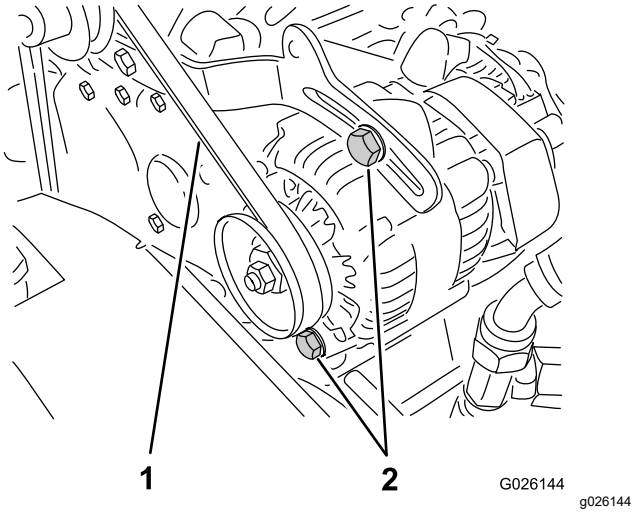

Figur 62
2. Kontrollera spänningen genom att trycka ner remmen mitt emellan vevaxel- och generatorskivorna med en kraft på 10 kg (Figur 62).
A. Lossa de två fästbultarna till generatorn (Figur 62).
B. Vrid generatorn med hjälp av en bändstång tills korrekt remspänning erhålls och dra därefter åt fästbultarna (Figur 62).